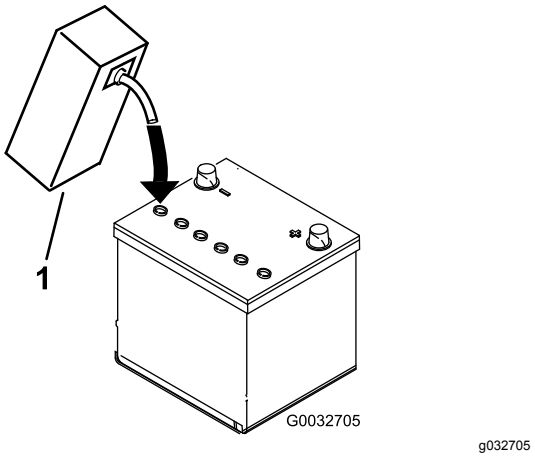

Figura 7
3. Llene cuidadosamente cada celda con electrolito hasta que las placas estén cubiertas de 6 mm aproximadamente de fluido (Figura 7).
4. Espere aproximadamente 20–30 minutos para que el electrolito penetre en las placas. Rellene según sea necesario para que el electrolito llegue a una distancia de 6 mm aproximadamente del fondo del hueco de llenado (Figura 7).